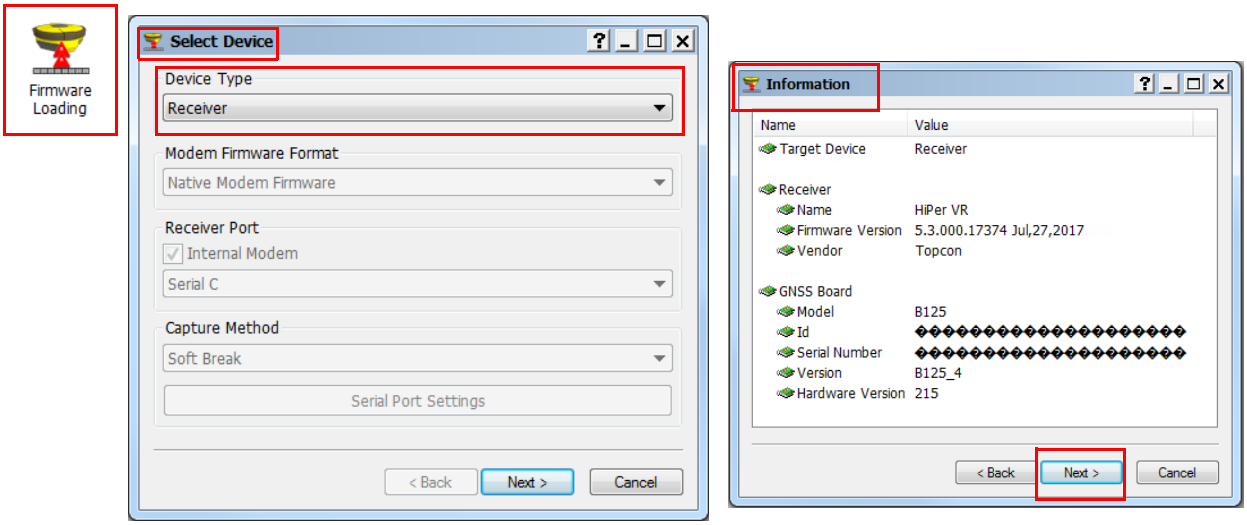

Figure 5-3: Écrans Select Device/Device Information (Sélectionner le dispositif/Informations sur le dispositif)
10. Cliquez sur l'icône **Firmware Loading** (Chargement du micrologiciel) (Figure 5-3). L'écran **Select Device** (Sélectionner le dispositif) s'affiche. (Figure 5-3).
12. Cliquez sur **Next**. L'écran **Information** s'affiche (Figure 5-3).